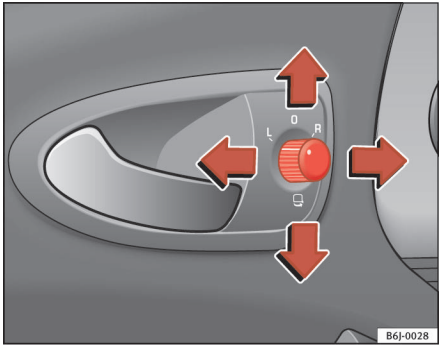

Fig. 63 Knap til indstilling af sidespejle
1. Drej knappen ⇒ fig. 63 til position **L** (**venstre sidespejl**).
– Drej knappen ⇒ side 99, fig. 63 til position for at klappe sidespejlene ind. For at undgå skader skal du altid klappe sidespejlene ind, når du kører din bil i et automatisk vaskeanlæg.